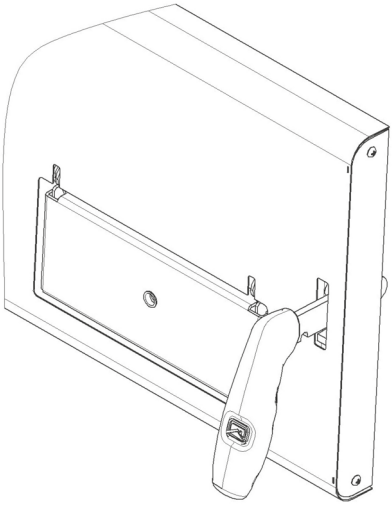

Рисунок 7.4
4. Смонтировать планку декора рис. 7.4.